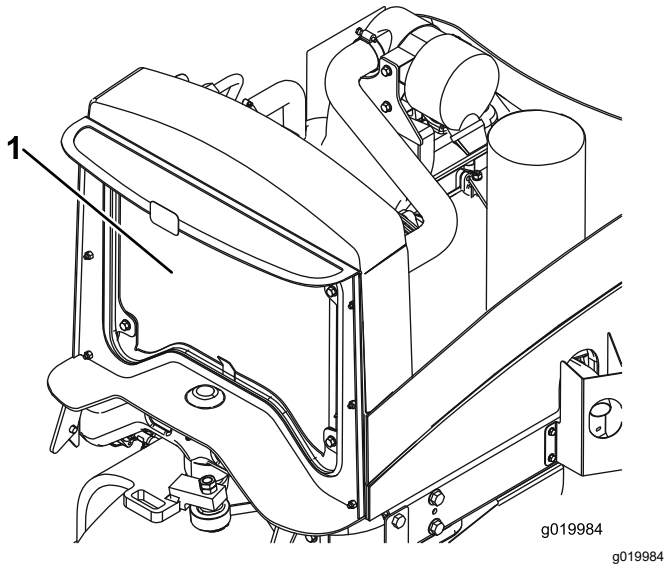

Figuur 61
2. Reinig beide zijden van de oliekoeler/radiateur grondig met perslucht (Figuur 61).